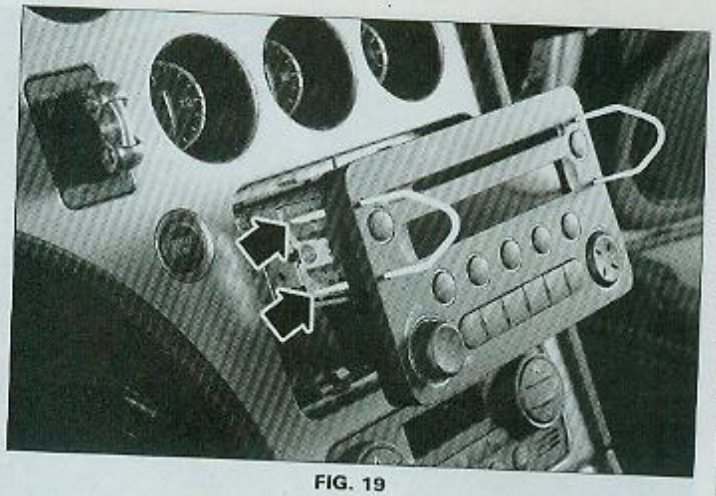

FIG. 19
• Introduire, dans les trous situés sur la façade de l'autoradio, 2 outils d'extraction ou 4 axes (diamètre 3 mm). Cette introduction aura pour effet d'escamoter les agrafes de retenue et ainsi permettre l'extraction de l'autoradio. Débrancher l'ensemble de ses connexions avant de le déposer complètement (Fig.19).